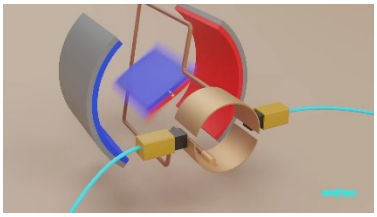

Figura 6C
- Girando, la spazzola passerà ad avere contatto prima con una placca e poi con l'altra: dopo questo cambio di placca, la corrente fluirà nel circuito con verso opposto, quindi anche il campo magnetico generato dal filo avrà la stessa direzione ma verso opposto. Questo provoca un'inversione dei poli magnetici della spira (figura 6C) che continuerà a girare cercando sempre di allineare i suoi poli con quelli dello statore.